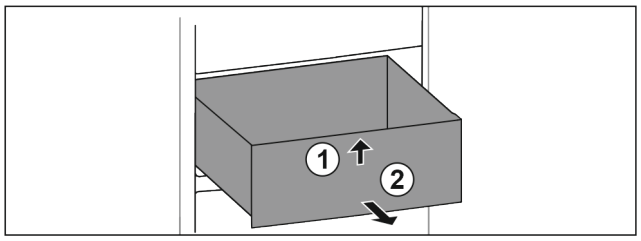

*Fig. 134*
▶ Lade aan de voorkant optillen. *Fig. 134 (1)*
▶ Lade naar voren toe verwijderen. *Fig. 134 (2)*